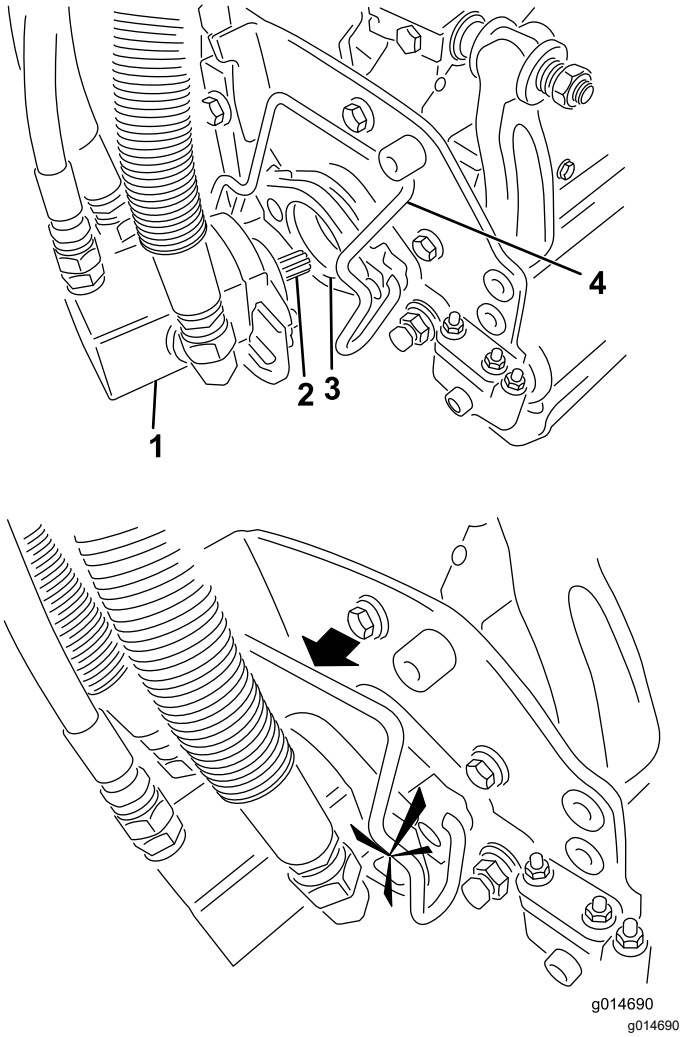

Figure 5
4. Insérez le moteur dans le côté gauche de l'unité d'aération (vu de la position de l'utilisateur) et tirez la barre de retenue du moteur, située sur l'unité d'aération, vers le moteur jusqu'à ce que vous entendiez un déclic des deux côtés du moteur (Figure 5).